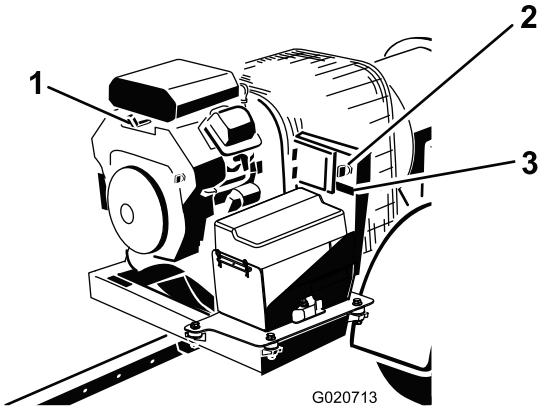

Figuur 10
3. Draai de contactsleutel naar de stand START en daarna snel naar de stand AAN (Figuur 10). Dat activeert de ontvanger.
4. Draai als u de machine verlaat de sleutel in de stand Uit en verwijder deze uit de motor (Figuur 10).